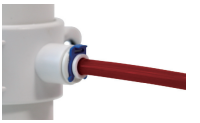

Figure 9
5. Pop the lock clip on the fitting to secure the connection **(Figure 9)**.